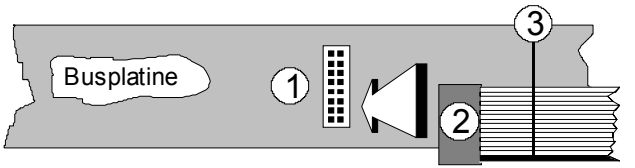

Abb. 2: Montage des Flachbandkabels an der Busplatine
❒ Verbinden Sie nun das freie Ende des Flachkabels (s. ② in Abb. 2) mit einem **freien Steckplatz auf der Busplatine** (s. ① in Abb. 2).
⚠ Achten Sie darauf, daß die **farbige Markierung des Kabels** beim Blick auf die Busplatine **unten** liegt (s. ③ in Abb. 2) und daß die Buchsen **bündig** (nicht seitlich versetzt) auf den Steckern sitzen, da andernfalls die Module bei Inbetriebnahme zerstört werden!